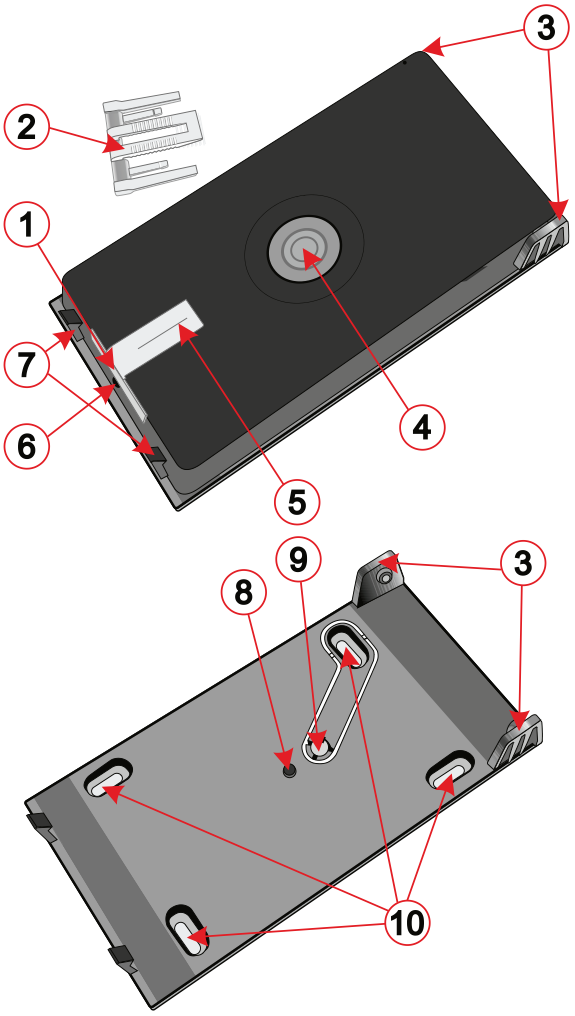
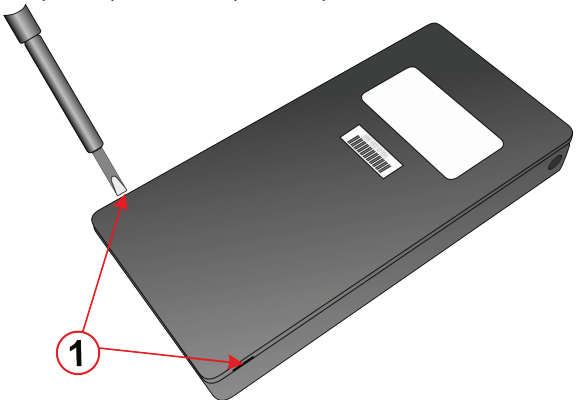

Fig. 1: pulsante antipanico e piattaforma di montaggio - descrizione delle singole part
Fig. 3: metodo di apertura del pulsante panico e di rimozione della guida luminosa per sostituirla con un porta banconote
Con l'utilizzo di questa funzione, è necessario sostituire la guida luminosa predefinita, come mostrato nella Fig. 3, con una guida luminosa dotata di una clip (2) attiva nella Fig. 1, che è inclusa nella confezione. Il rilevamento della rimozione delle banconote può essere utilizzato per proteggere i contratti o qualsiasi altro documento di valore. in una cassaforte o in una cassetta di sicurezza.
Si consiglia di installare il pulsante di allarme panico sulla piattaforma di montaggio (Fig 1). La piattaforma di montaggio consente l'installazione su vari tipi di superfici e permette il rilevamento di manomissioni se il dispositivo viene rimosso dalla piattaforma di montaggio.
1. Rimuova il pulsante panico dalla sua piattaforma di montaggio applicando una piccola forza ai lati delle cerniere, (3) vedere Fig.1, per separarle l'una dall'altra. Questa azione è meglio eseguita con l'uso di un utensile piatto.
2. Fissi la piattaforma di montaggio alla posizione desiderata con l'ausilio di quattro viti. (10).
3. Rimuovere la piastra posteriore del dispositivo; questa azione può essere eseguita facendo leva con un cacciavite a testa piatta, come mostrato nella Fig.3.
Il pannello di controllo rileva e segnala automaticamente lo stato di batteria bassa. È necessario inserire il sistema nella modalità di assistenza prima che avvenga la sostituzione della batteria (il pulsante è dotato di un sensore di manomissione). Il dispositivo può essere aperto come indicato nella Fig. 3.